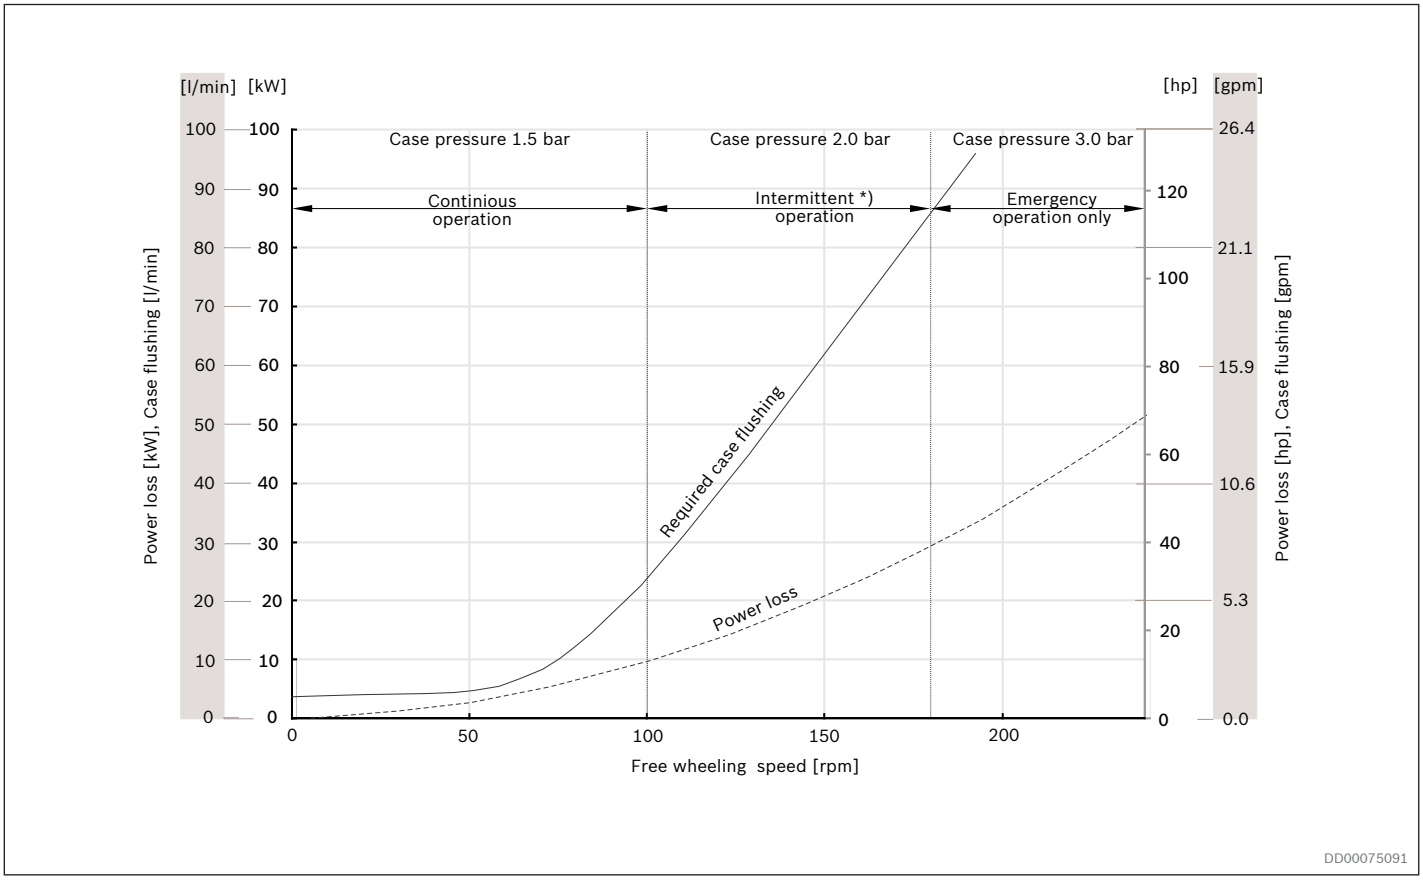

Fig. 63: Power loss freewheeling, oil viscosity 40 cSt (187 SSU)
3. An adeuate pressure introduced into the drain ports of the motor. See *Fig. 63*
- The motor must be pressurized all the time when the motor is in freewheeling mode, see *Fig. 63*.
- The motor must be flushed all the time when the motor is in frewheeling mode, see *Fig. 63*.
An accumulator can be added into the circuit to shorten the time to retract all the pistons completely, see *Fig. 63*.
Even if the freewheeling operation takes place with lowest possible friction in the main bearings and with no flow losses in the main ports of the motor, a powerloss must take place in the motor case due to viscous friction between moving and fixed parts. This powerloss is expressed in diagram, *Fig. 63*.
Case flushing is required to prevent overheating, see diagram *Fig. 63*